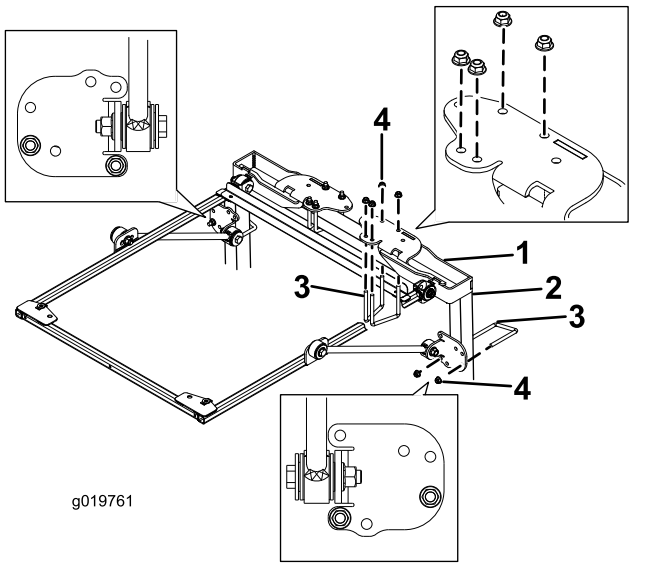

Figur 3
4. Sätt monteringsfästena till vältskyddet på traktorenhetens störtbåge (Figur 3).
5. Använd monteringshålen som visas i Figur 3 och montera vältskyddets fästen ovanpå störtbågen med två U-bultar (4 tum) och fyra flänsmuttrar.
6. Använd monteringshålen som visas i Figur 3 och fäst stagen till fästena löst på störtbågsstolparna med en U-bult (4 tum) och två flänsmuttrar.